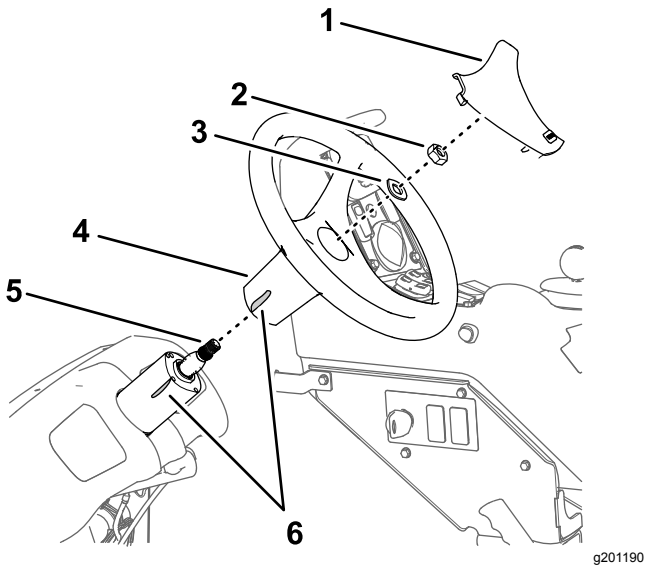

Figur 159
1. Merk av rattets plassering på styreventilen med teip (Figur 159).
2. Fjern dekselet fra rattet (Figur 159).
3. Fjern mutteren (5/8 tomme) og skiven (5/8 tomme) som fester rattet til styreventilen, og fjern rattet (Figur 159).